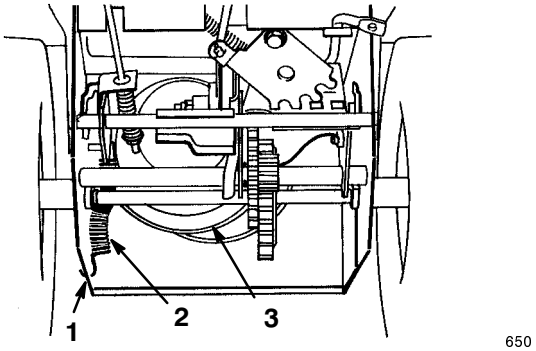

Figure 25
8. Disconnect the spring from the notch in the bottom edge of the side plate (Fig. 25).
14. Hook the spring into the notch in the bottom edge of the side plate (Fig. 25).